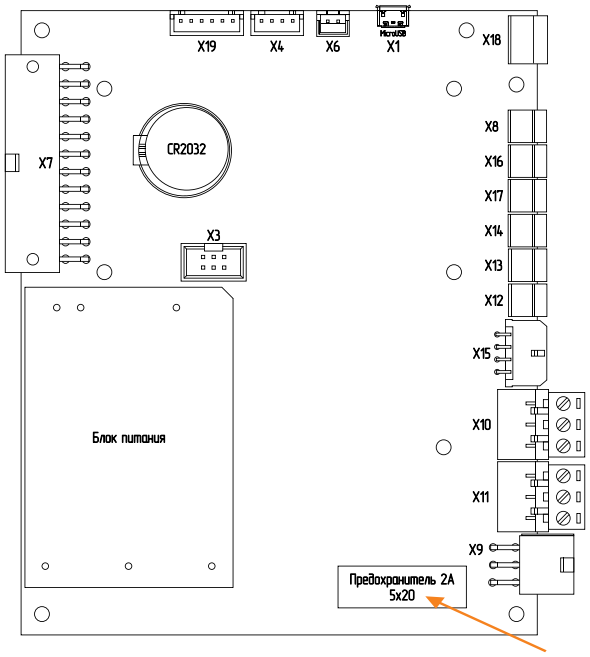

Рис.21 Плата контроллера
3. замените предохранитель **рис.21** (запасной предохранитель в базовой комплектации котла).